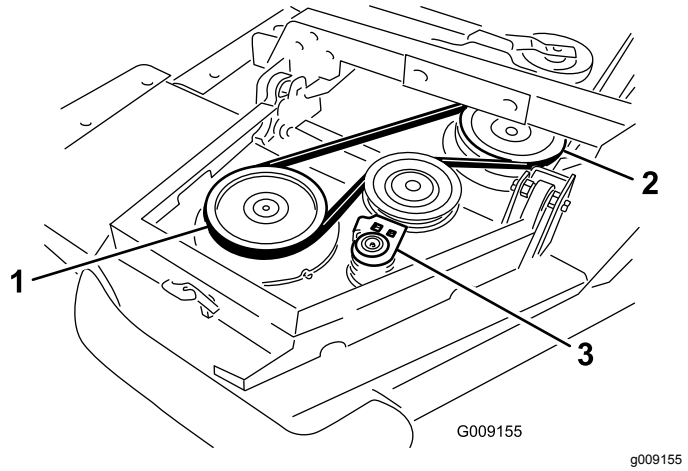

Bild 5
A. Legen Sie den Riemen um die Riemenscheibe der Flügelspindel und die Riemenscheibe der Frontmähwerkspindel (Bild 5).
B. Schieben Sie die Spannscheibe mit einem Schraubenschlüssel oder einem ähnlichen Werkzeug von den Scheiben (Bild 5).